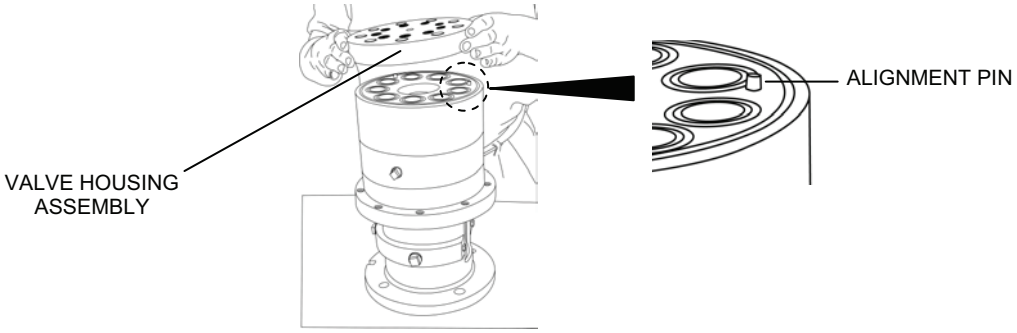

Figure 4. High Pressure Pump Valve Housing Removal.
i. Remove the valve housing (see Figure 4).